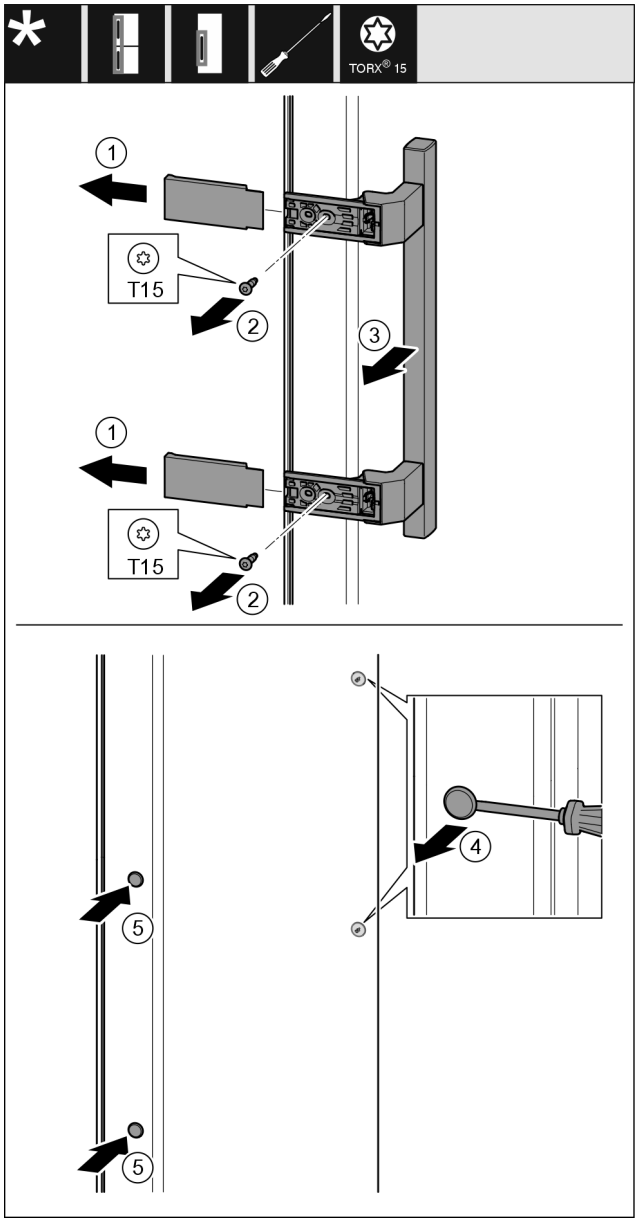

Fig. 27
- ▶ Remove the cover *Fig. 27 (1)*.
- ▶ Unscrew screws *Fig. 27 (2)* with screwdriver.
- ▶ Remove the handle *Fig. 27 (3)*.
- ▶ Use a slotted screwdriver to lift the side plug *Fig. 27 (4)* carefully and pull it out.
- ▶ Re-insert the plug *Fig. 27 (5)* on the other side.